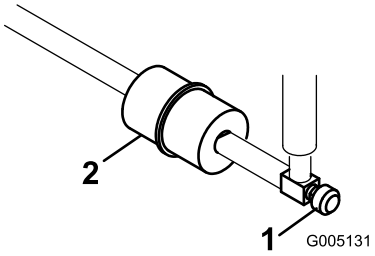

Figur 46
Et filter er bygget inn i drivstoffslangen mellom drivstofftanken og forgasseren (Figur 46). Pass på at pilen på filteret peker bort fra drivstofftanken.
1. Steng drivstoffavstengingsventilen, løsne slangeklemmen på forgassersiden av filteret, og fjern drivstoffslangen fra filteret (Figur 46).
2. Plasser et tappefat under filteret, løsne den gjenværende slangeklemmen, og ta ut filteret (Figur 46).